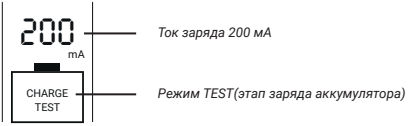

Рис. 8
7.3 Начнется этап дозаряда. На дисплее отобразится надпись «CHARGE TEST» и установленный ток заряда (см. Рис. 8).